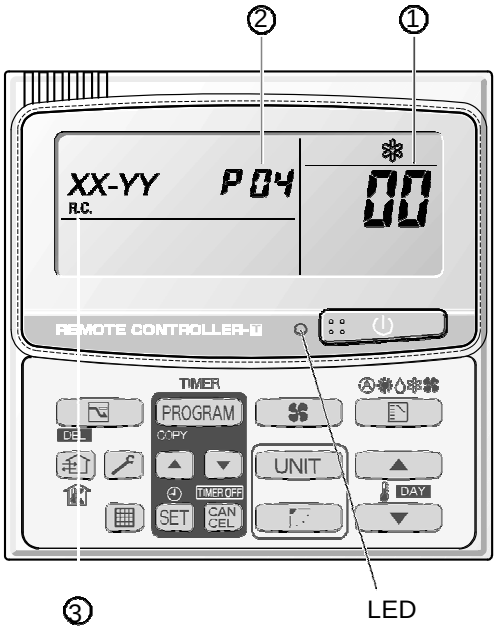

Fig. 3
Locations where ①, ②, and ③are displayed as shown in Fig. 3.